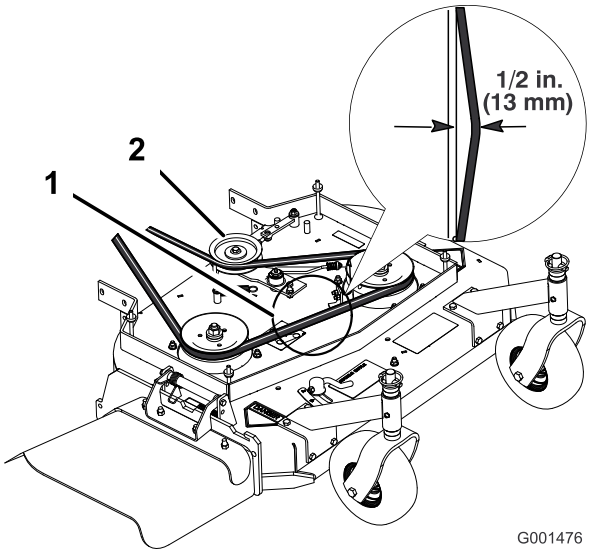
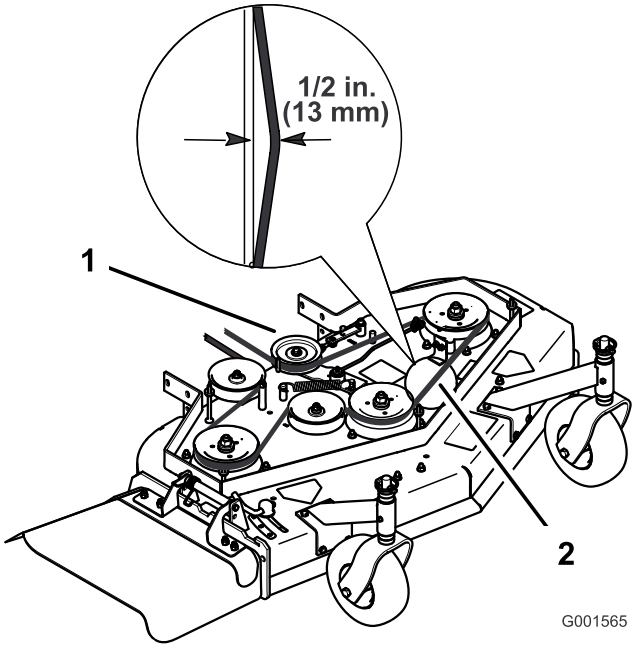

Figura 43
Figura 44
Nota: La tensión correcta de la correa del cortacésped es de 44-67 N (10-15 lbf) con la correa desviada 13 mm (1/2 pulg.) en el punto intermedio entre las poleas (Figura 43 o Figura 44).
3. Afloje la contratuerca del tensor (Figura 43).
4. Gire el tensor hacia la parte trasera del cortacésped para aumentar la tensión de la correa. Gire el tensor hacia la parte delantera del cortacésped para reducir la tensión de la correa (Figura 43).
Nota: La tensión correcta de la correa del cortacésped es de 44-67 N(10-15 lbf.) con la correa desviada 13 mm (1/2 pulg.) en el punto intermedio entre las poleas (Figura 43).
Nota: La tensión correcta de la correa del cortacésped es de 44-67 N (10-15 lbf.) con la correa desviada 13 mm (1/2 pulg.) en el punto intermedio entre las poleas (Figura 44).